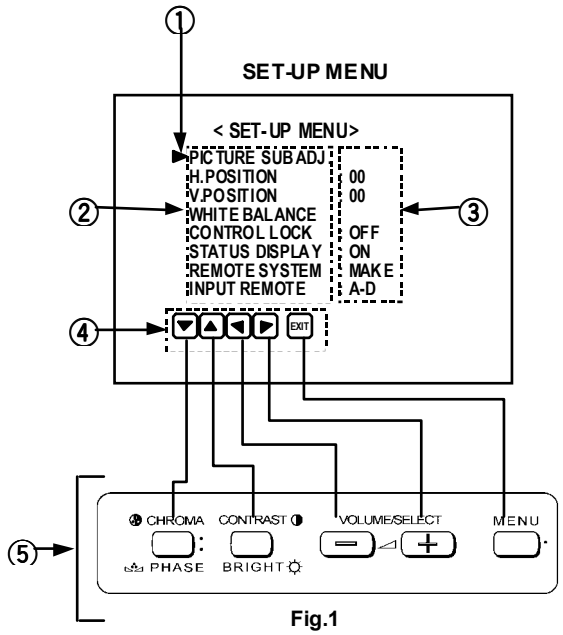

Fig.1
2) The SET-UP MENU screen (Fig. 1) will be displayed.
(5) Check and set MENU items